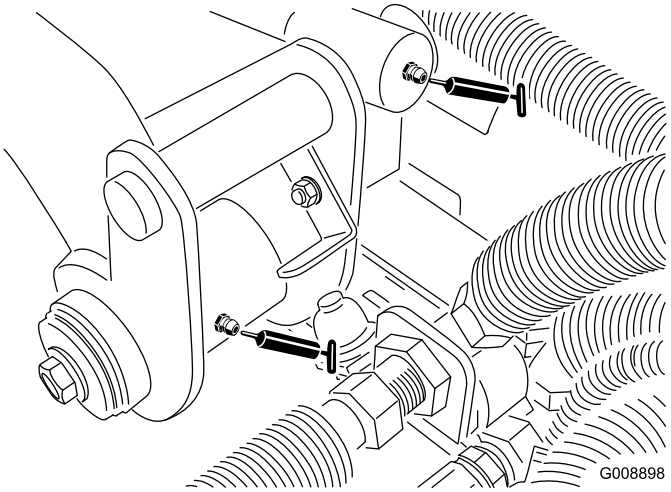

Figuur 51
- Draaipunt van achterste hefarm en hefcilinder (2) (Figuur 51)